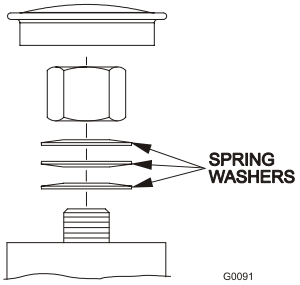

FIGURE 19
a) Remove dust cap from caster and tighten nyloc nut until washers are flat and back off 1/4 of a turn to properly set the pre-load on the bearings. If disassembled, make sure the spring washers are reinstalled as shown in Figure 19.